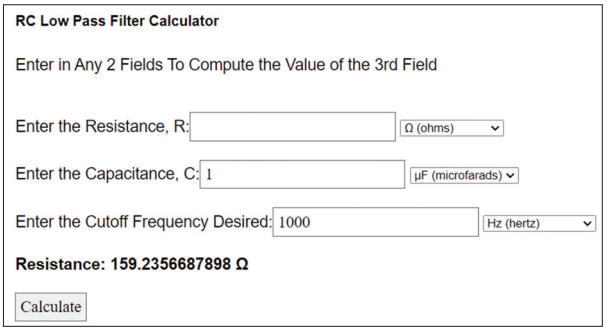

Figure 8.21 Calculate the required resistor value.
- Click **Calculate**. The required resistor value is given as R = 159 Ω as shown in Figure 8.21.